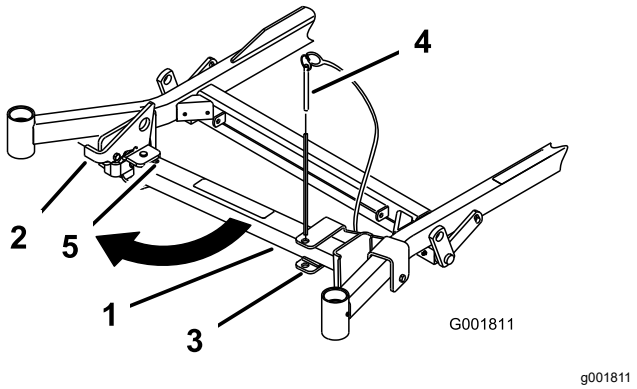
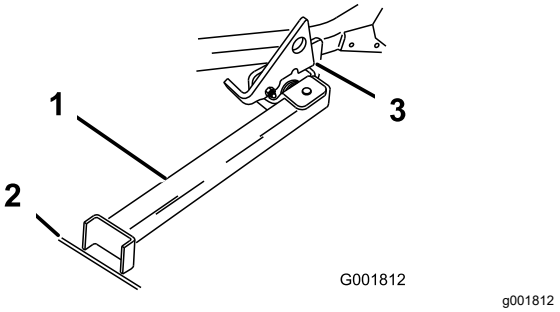

Figur 44
Figur 45
2. Ta bort fästpinnen (Figur 44).
4. För stativets fot utåt och skjut den mot maskinen, in i spårets botten (Figur 44 och Figur 45).
5. Sätt stativets fot på marken och låt spärrhaken vila på den vridbara fliken (Figur 45).
Obs: För bästa resultat ska du sätta stativfoten i en fåra i underlaget eller sticka ned den i gräsmattan (Figur 45).
7. Kör på maskinen på stativet. Stanna när spärrhaken faller ned över fliken i det låsta läget (Figur 45).
5. Återställ stativet till viloläget (Figur 44).